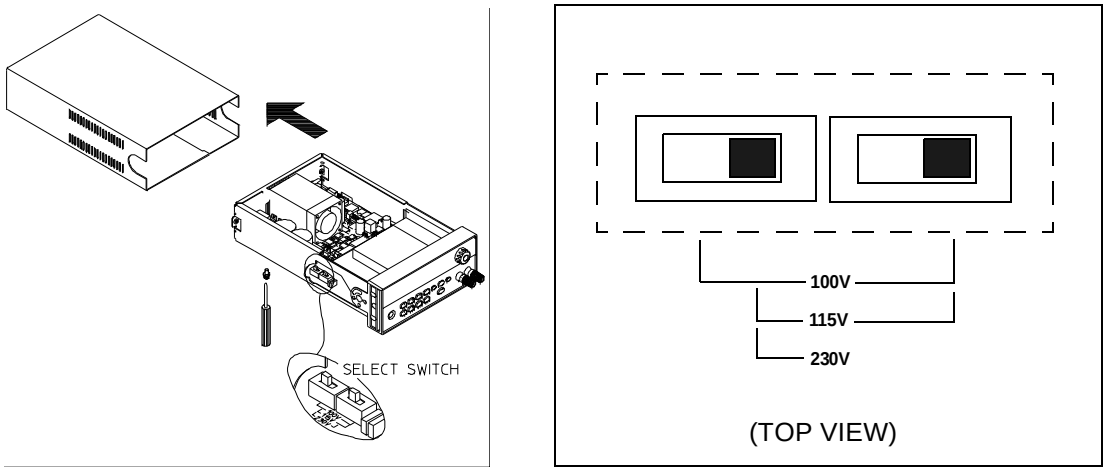

Figure 1-1. Line Voltage Selector (set for 115Vac)
3. Set two sections of the line voltage selector switch on the PC board for the desired line voltage (See Figure 1-1 below).